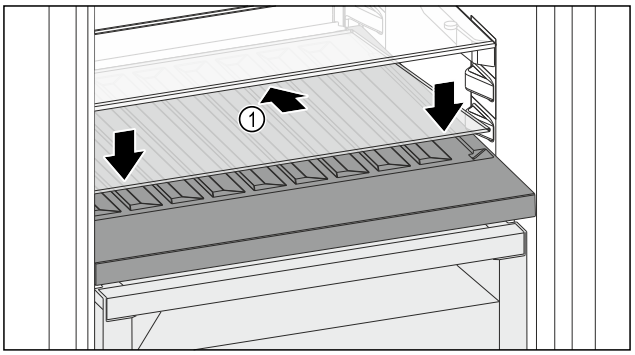

Fig. 99
▶ Așezați placa de sticlă *Fig. 99 (1)* oblic și spre spate înclinată în jos.
▶ Coborâți în față placa de sticlă *Fig. 99 (1)*.